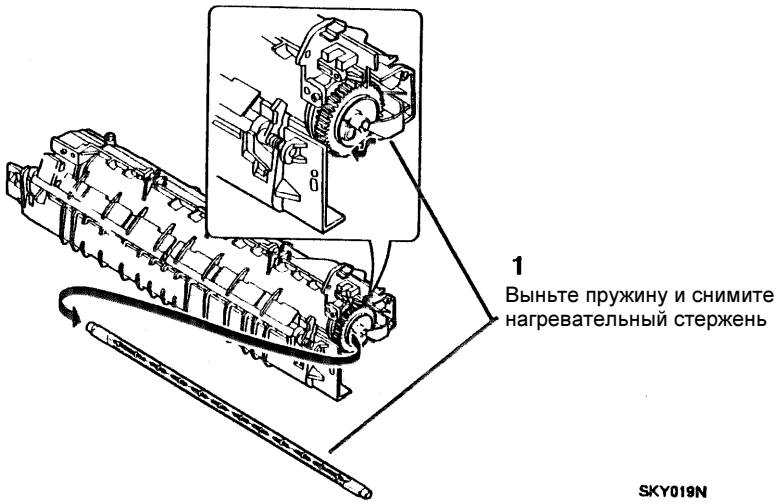

Рисунок 2. Снятие нагревательного стержня
6. (Рисунок 2): Снимите нагревательный стержень.